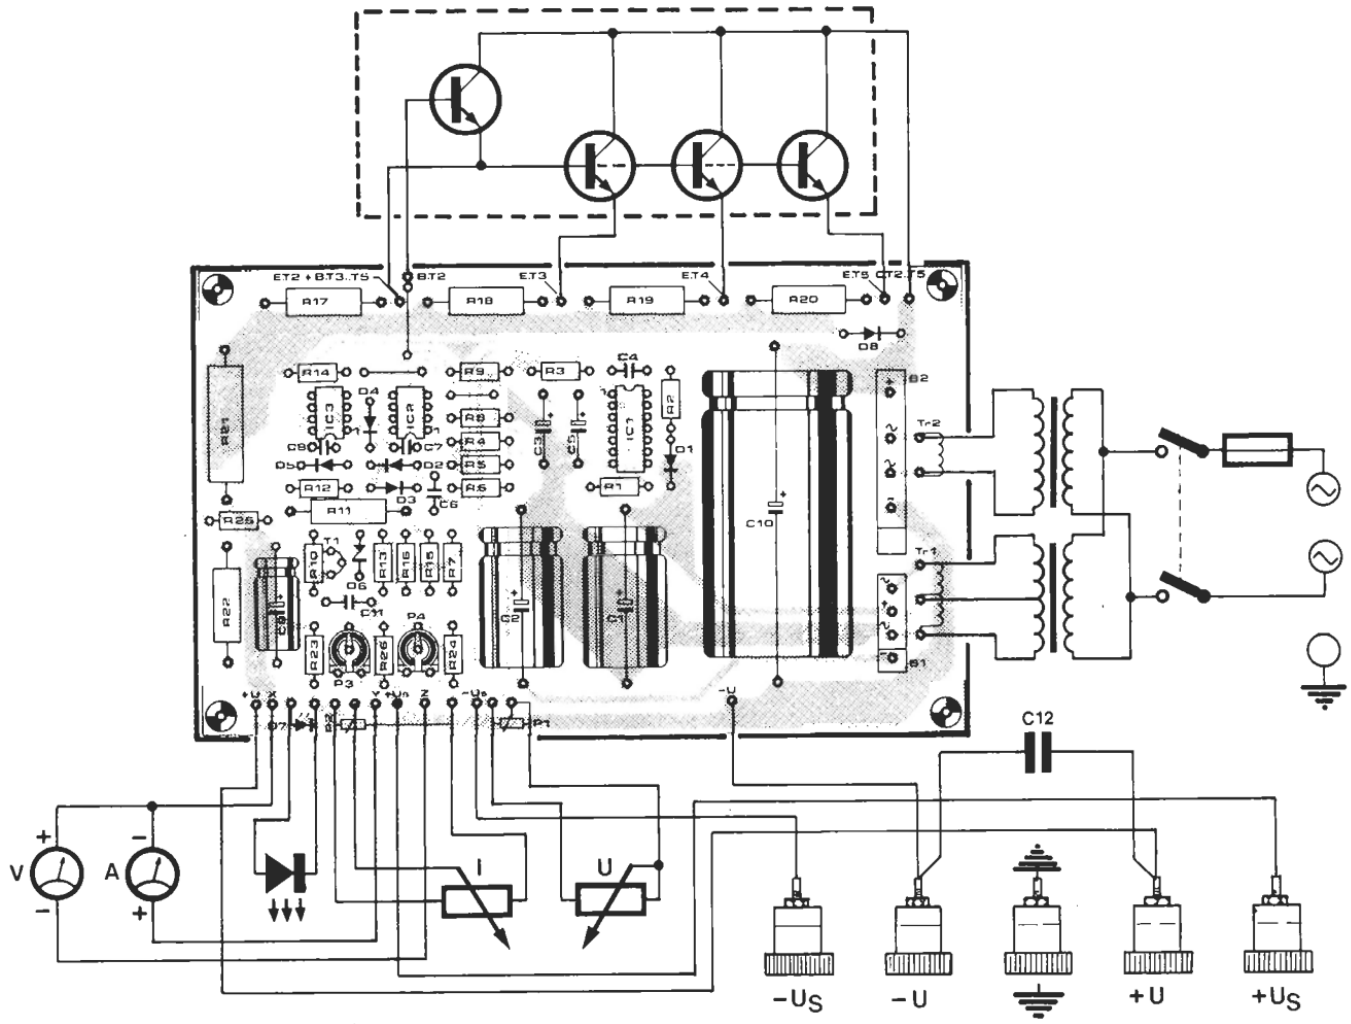

figura 7
- El condensador **C12** está dispuesto directamente en los bornes de salida de la alimentación, como se puede ver en la **figura 7**.